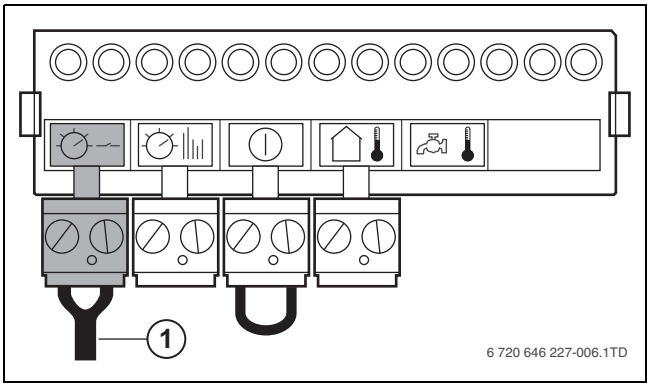

Afb. 20 Aansluiten aan-uitkamerthermostaat
- ▶ Sluit de aan-uitkamerthermostaat aan op de groene stekker van de aansluitstrook (→ afb. 20, [1]). De maximaal toelaatbare elektrische weerstand van de kabel bedraagt 100 Ω.